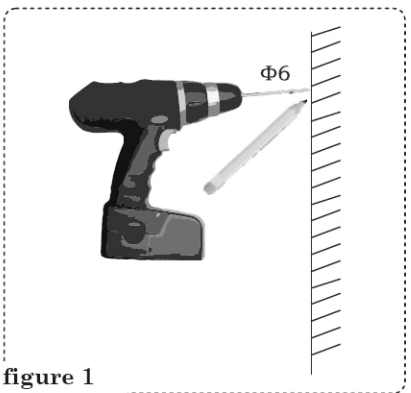

figure 1
2) Mark the spot and drill with a suitable drill bit for a Ø6 mm hole (**figure 1**).